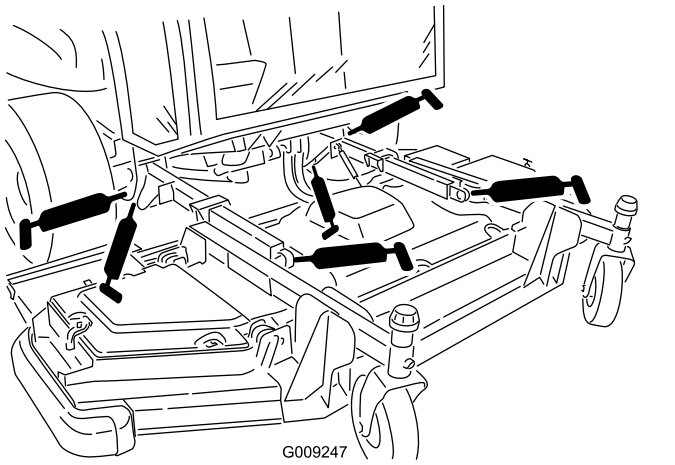

Bild 81
- 2 Hubarmbüchsen (Bild 81)
- Zwei Hubarm-Kugelgelenke (Bild 81)
- Zwei Frontmähwerk-Hubzylinderdrehzapfen (Bild 81)